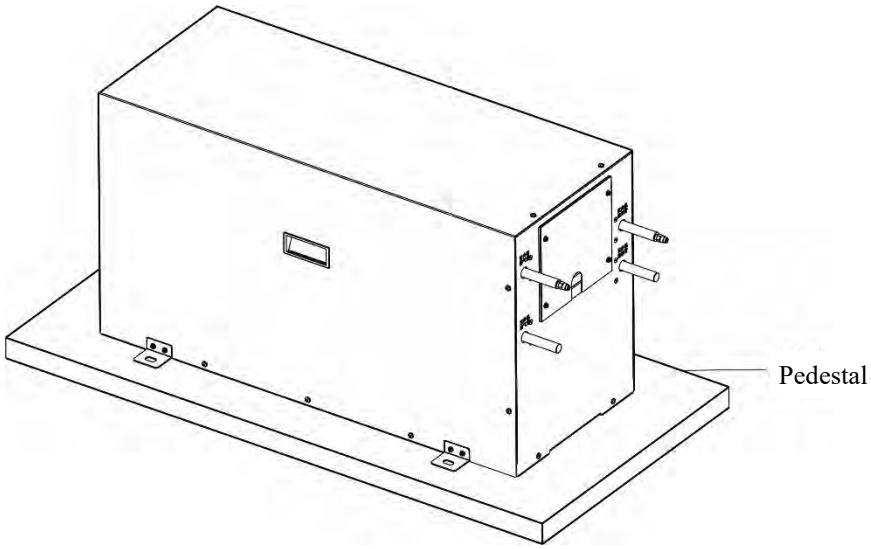

Figure 2-7 Low temperature component installation diagram
4) Please refer to Figure 2-7 for the schematic diagram of low temperature component installation.